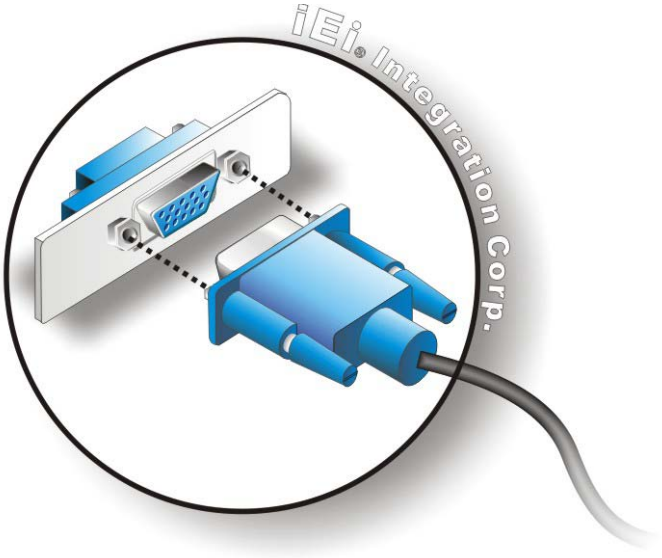

Figure 3-26: VGA Connector
Step 3: **Insert the VGA connector** Once the connectors are properly aligned with, insert the male connector from the VGA screen into the female connector on the TANK-820-H61. See **Figure 3-26**.